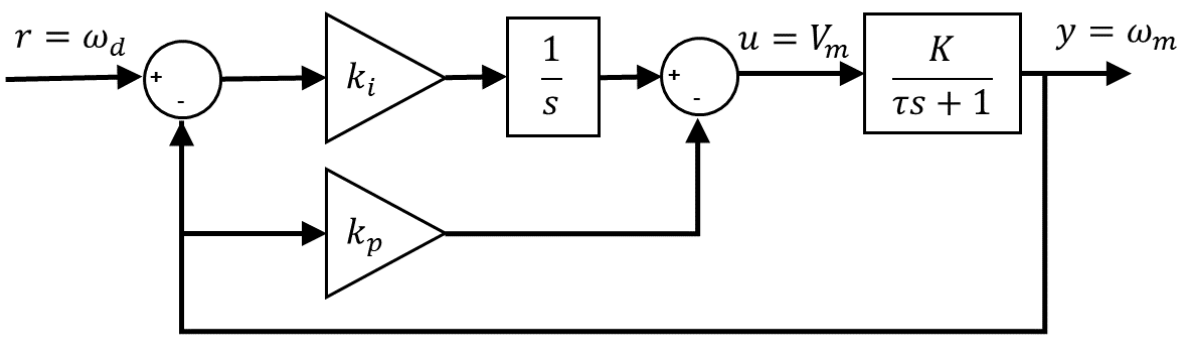

Figure 1 - PI control block diagram
In this lab, a proportional-integral (PI) controller is designed according to a set of time-domain performance requirements. The block diagram of the PI control that will be used to control the speed of the rotor is shown in Figure 1.
The equation of the PI control in Figure 1 is